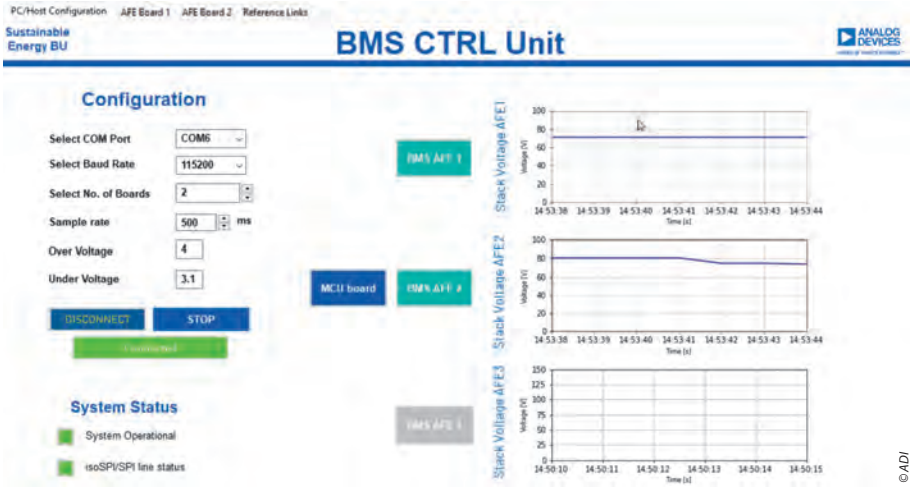

Figura 4 *Tab-ul "System" al aplicației utilizatorului.*
1. **Tab-ul "System"** – pagina principală a aplicației (figura 4). Permite stabilirea comunicației seriale cu PC-ul, selectarea numărului de
plăci AFE conectate și configurarea intervalului de măsurare și a pragurilor utilizate pentru verificarea supratensiunii și subtensiunii. După apăsarea butonului "Connect", utilizatorul poate începe măsurătorile. Dacă indicatoarele de stare ale sistemului devin verzi (ca în figura 4), tab-urile de măsurare apar în funcție de numărul de plăci introdus de utilizator.